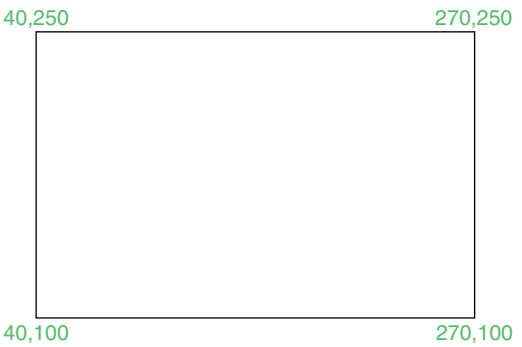

Fig. 2.28 Exercise 1
1. Using the **Line** tool construct the rectangle in Fig. 2.28.